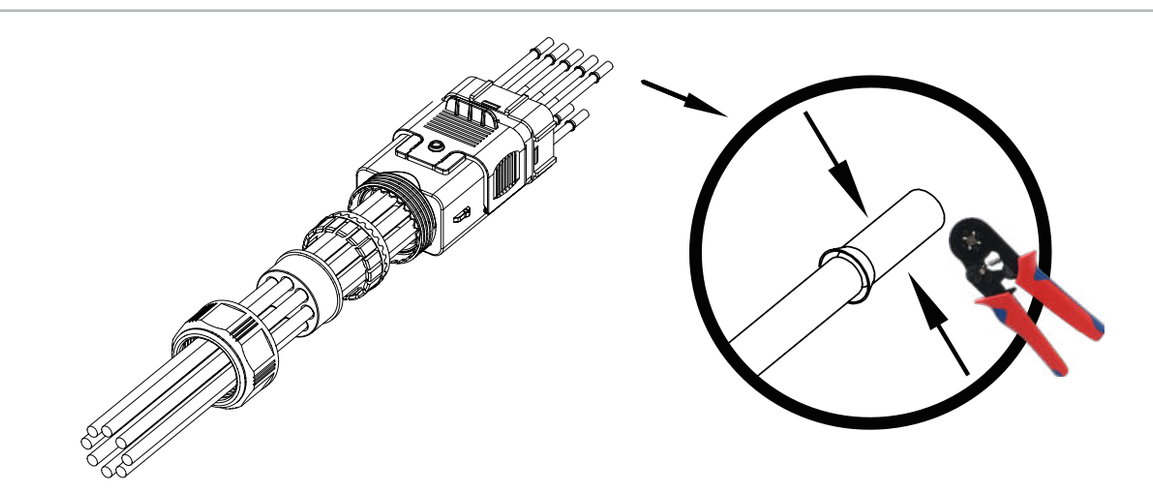

Figure 4-12
2) Insert the stripped cable into the tubular terminal and crimp it securely with a dedicated crimping tool, as shown in Figure 4-12.